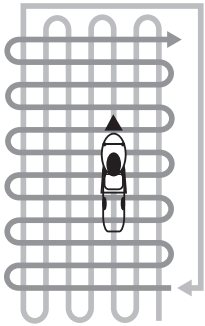

Рис. 10 Схема перпендикулярного кошения
5. При кошении в тяжелых условиях (п.3,4) рекомендуется проводить повторный покос с меньшей высотой скашивания. На Рис. 10 представлена схема движения газонокосилки при выбросе травы в травосборник.